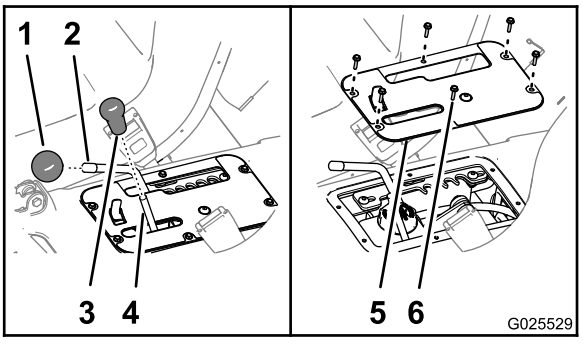

Figur 60
1. Fjern knottene fra den hydrauliske løftespaken og hastighetsspaken (Figur 60).
2. Fjern de seks sekskantede skivehodeskruene (nr. 10 x ¾ tomme) som fester dekselplaten for kontroll til setebasen, og fjern dekkplaten (Figur 60).
6. Plasser hullene i dekselplaten på linje med hullene i setebasen (Figur 60).
7. Fest platen til basen de seks sekskantede skivehodeskruene (Figur 60) som du fjernet i trinn av 2.
8. Skru knottene på stengene for den hydrauliske løftespaken og hastighetsspaken (Figur 60).
2. Fjern knottene fra den hydrauliske løftespaken og hastighetsspaken (Figur 60).
3. Fjern de seks sekskantede skivehodeskruene (nr. 10 x ¾ tomme) som fester dekselplaten for kontroll til setebasen, og fjern dekkplaten (Figur 60).
9. Plasser hullene i dekselplaten på linje med hullene i setebasen (Figur 60).
10. Fest platen til basen de seks sekskantede skivehodeskruene (Figur 60) som du fjernet i trinn av 3.
11. Skru knottene på stengene for den hydrauliske løftespaken og hastighetsspaken (Figur 60).